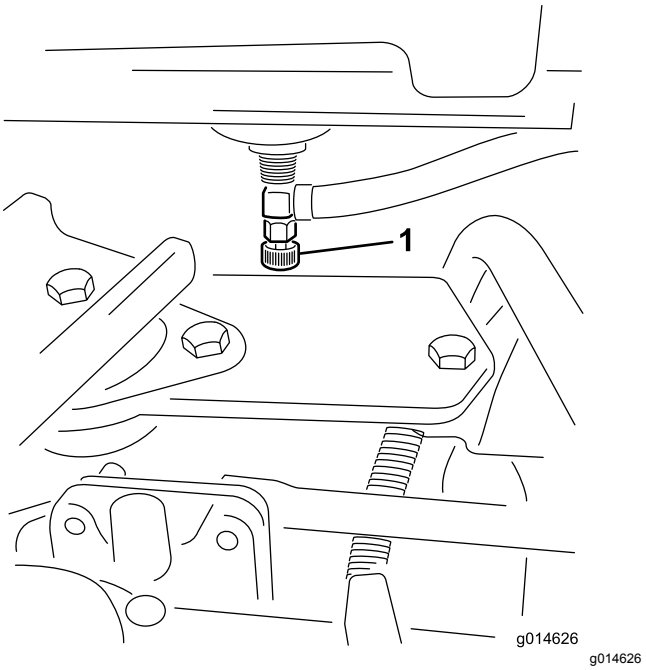

Figur 29
1. Luk brændstofafbryderventilen (Figur 29) under brændstoftanken.